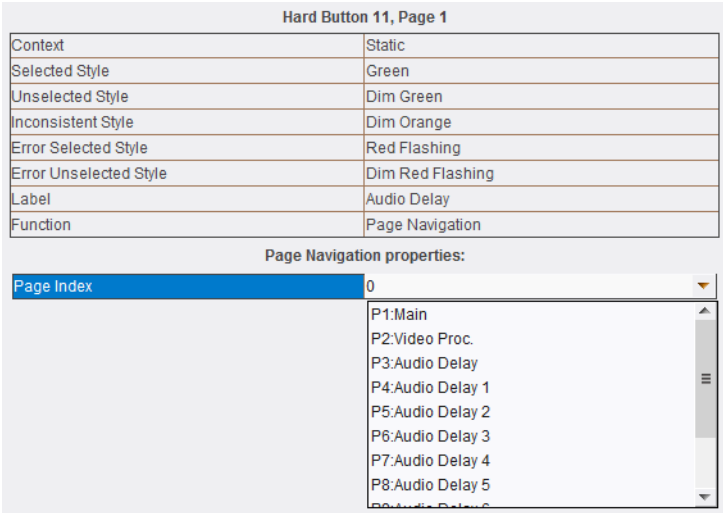

Fig 70. Hard Button Properties
- Assign the properties to the hard button as shown in Fig 70.